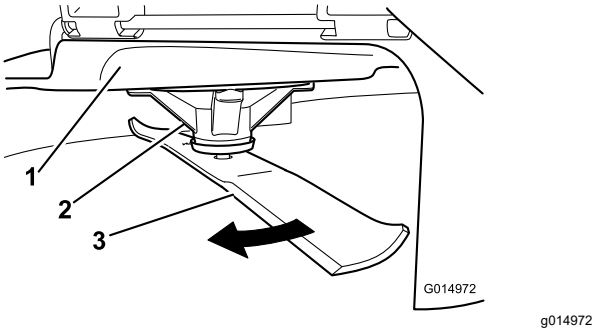

Figur 64
2. Ta på tykke arbeidshansker eller annet hensiktsmessig håndvern og sakte roter kniven som skal måles, til en stilling som gjør det mulig å måle avstanden mellom kniveggen og den plane overflaten maskinen står på (Figur 64).